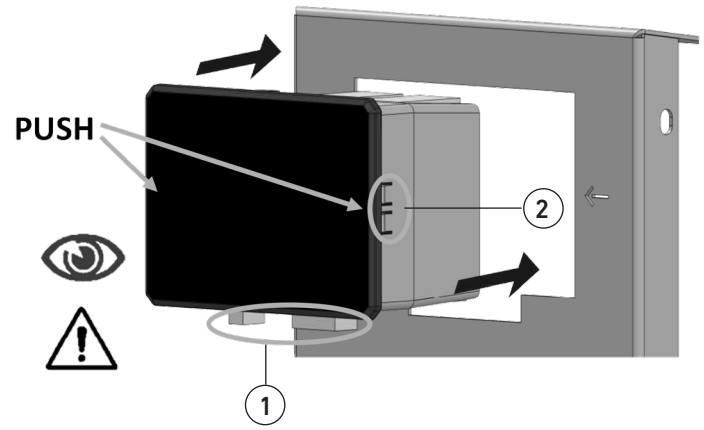

fig. 21
- Effectuer une connexion correcte du dispositif (NE PAS inverser les connecteurs, respecter les connexions données par le fabricant) et faire attention à la direction dans laquelle la centrale doit entrer (fig. 21 détail 1) ;
- Pour mettre le composant en place, appuyer sur les bords latéraux de la centrale près des flèches, comme indiqué sur la fig. 21. Lorsque le composant a atteint la butée, les dents latérales (fig. 21 détail 2) émettent un « clic » indiquant l'ancrage correct à la tôle.